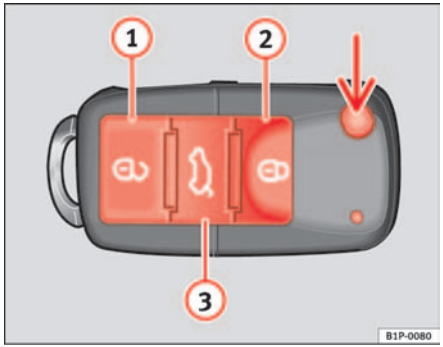

Fig. 64 Assignment of buttons on the remote control key
Using the button ⇒ fig. 64 (arrow) on the control, the key shaft is released.
Unlocking the vehicle ⇒ fig. 64 (1).
Locking the vehicle ⇒ fig. 64 (2).
Unlocking the tailgate. Press the button ⇒ fig. 64 (3) until all indicators on the vehicle briefly flash. When the unlocking button (3) is pressed, 2 minutes remain for opening the door. Once this time has passed, it will lock once more.
Also, the battery indicator on the key ⇒ fig. 64, will flash.
When the button ⇒ fig. 64 (1) is used the driver's door is unlocked, all others remain locked.
Press the button ⇒ fig. 64 (1) twice to unlock all doors. ▶
– Lock the vehicle using the driver side door lock with the remote control key ⇒ page 100, fig. 64.